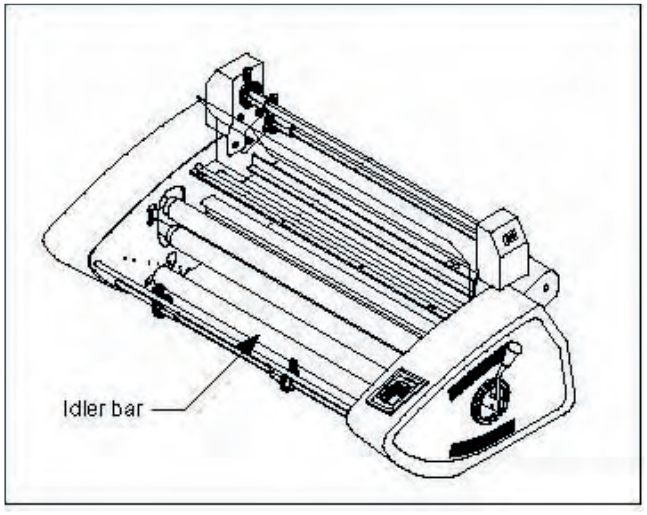

Fig. 14
1. Turn the mail's power switch on (I). Remove feed table.
5. Lower the bottom idler, (Fig. 14).